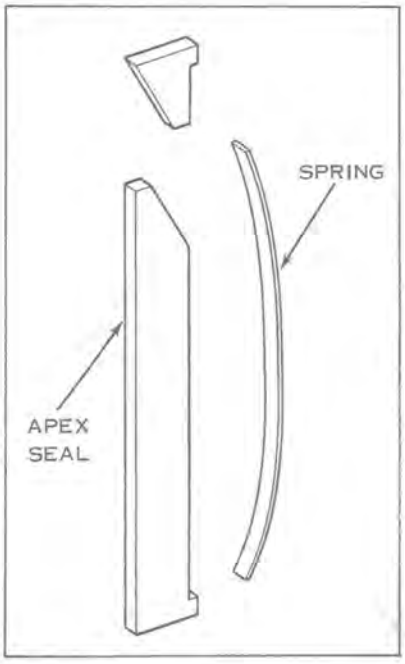

Figure 9-40A
10. Insert one apex seal spring behind each apex seal. See Figure 9-40A.
11. Insert the apex seal corner in the top of the groove. See Figure 9-40A.